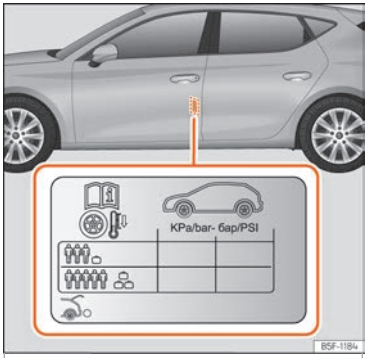

Abb. 233 Einbauort des Aufklebers für den Reifenfülldruck.
- Passen Sie bei größerer Zuladung den Reifendruck entsprechend an ››› **Abb. 233**.
Die Angaben zum Reifendruck befinden sich auf einem Aufkleber an der B-Säule der Fahrertür ››› **Abb. 233**.
Der Reifendruck muss der aktuellen Fahrzeugbeladung angepasst werden. Wenn das Fahrzeug voll beladen werden soll, muss der Reifenfülldruck entsprechend dem auf dem Reifenfülldruck-Aufkleber ››› **Abb. 233** angegebenen maximalen Wert erhöht werden.
Füllen Sie bei einem minimierten Notrad (125/70 R16 oder 125/70 R18) auf einen Druck von 4,2 bar, gemäß Angabe auf dem Aufkleber mit den Reifendruckwerten ››› **Abb. 233**.
- **Der Fahrer ist verantwortlich für den richtigen Reifenfülldruck an allen Reifen am Fahrzeug. Der empfohlene Reifenfülldruck befindet sich auf einem Aufkleber ››› Abb. 233.**
- **Immer den richtigen Reifenfülldruck am kalten Reifen einhalten, wie auf dem Aufkleber angegeben ››› Abb. 233.**